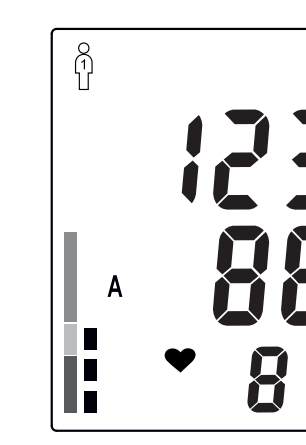
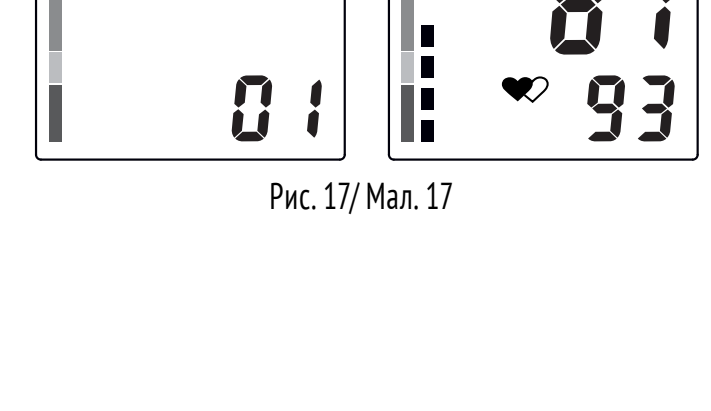

Рис. 16 / Мал. 16
Рис. 17/ Мал. 17
3. Просмотреть содержимое памяти прибора Вы можете, нажав кнопку M1 или M2. При первом нажатии кнопки M1 «①» (или M2 «②») на экране появится среднее значение 3-х последних измерений, сохраненных в память M1 (или M2), обозначенная символом «А» (рис. 16). При повторном нажатии кнопки M1 (или M2) на экране появится индикатор выбранной памяти M1 «①» (или M2 «②») и номер ячейки памяти, а через 1 секунду отображается ее содержимое (рис. 17). При отображении содержимого ячейки памяти, дата и время измерения индицируется попеременно в верхней строке дисплея. Каждое нажатие кнопки M1 (или M2) вызывает переход к следующей ячейке памяти.